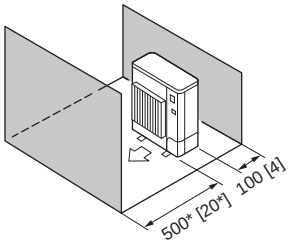

Fig. 2-10
5. Obstáculos solo en la parte delantera y trasera (Fig. 2-10)